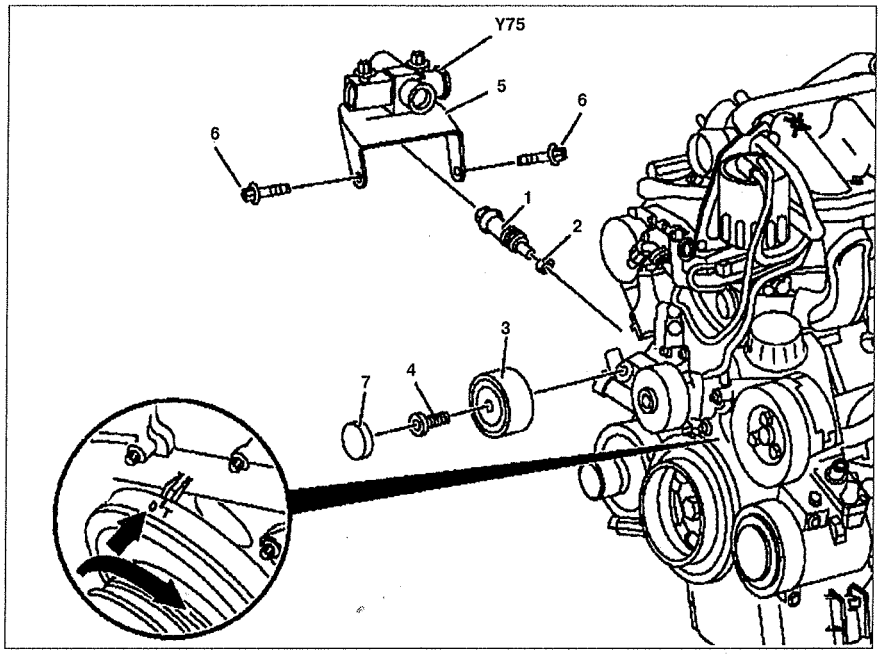

Рис. 5.15. Натяжитель цепи ГРМ:
1. Снимите направляющий рычаг **3** (см.рис.5.15).